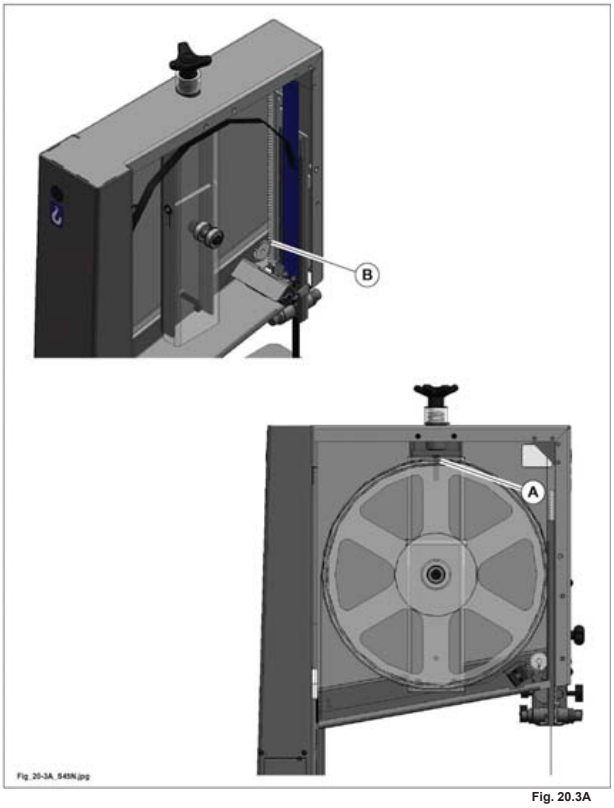

Fig. 20.3A
- la vite (A fig. 20.3A) per il tensionamento della lama;
- il sistema pignone-cremagliera (B fig. 20.3A) del dispositivo di protezione regolabile.